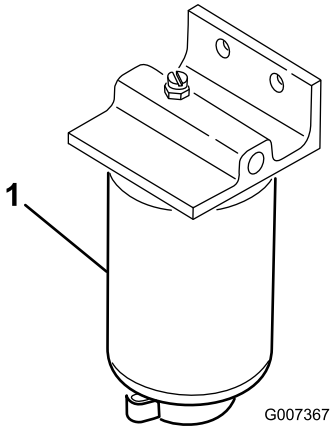

Figuur 45
1. Plaats een schone opvangbak onder het brandstoffilter (Figuur 45).
2. Reinig de omgeving van de plaats waar de filterbus wordt gemonteerd (Figuur 45).